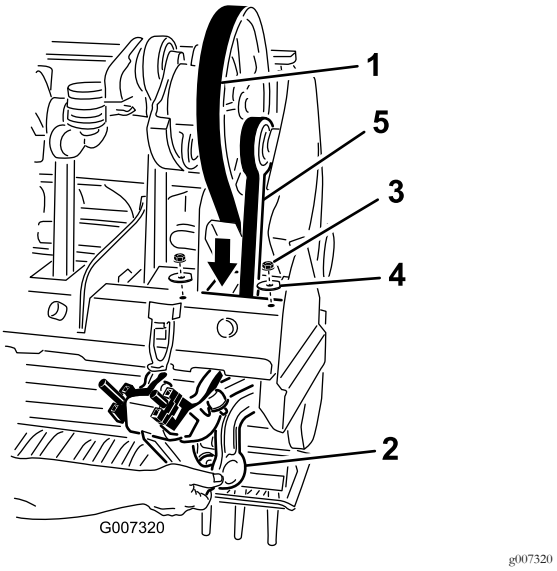

Figuur 39
5. Draai de 2 borgmoeren en ringen los waarmee de Rotalink-demper van stomper-arm nr. 1 vastzit, en verwijder de moeren en ringen (Figuur 39).
7. Leid de aandrijfriem door het frame van de beluchtingskop naar beneden en rond het onderste uiteinde van stomper-arm nr. 1 (Figuur 39).